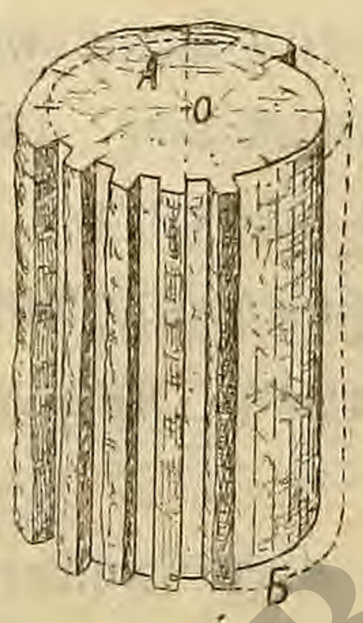
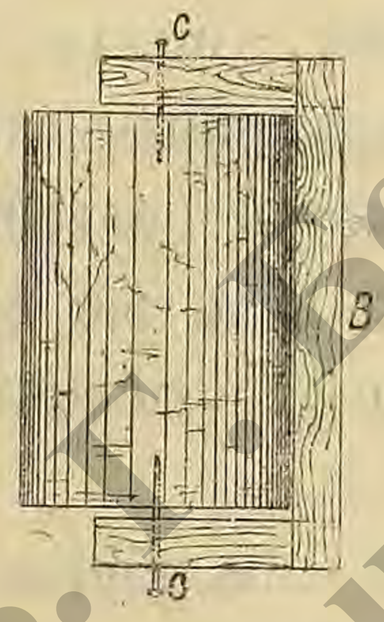

Рис. 400.
Рис. 401.
получалась параллельной первой. Известковую плиту — пятикатом, т.-е. с лица, постелей и заусенков отесывают в таком порядке: осмотрев камень, выбирают его лицо и постели; затем отесывают лицо по правилу (рис. 399) (1) и одну из постелей (2)—по наугольнику к лицу, другую постель (3) размечают по мерке (*в*) *в одну скобу* [1]) с другими уже вытесанными камнями и отесывают по наугольнику к лицу и по размеченной черте. Последними отесывают заусенки по наугольнику к лицу и постелям. Камни большие и твердые, для получения правильной плоскости, сначала продораживают так, чтобы все дорожки были под правило и в одной плоскости, затем по этим дорожкам снимают остальную лишнюю массу. Если надо из камня сделать цилиндр, то, отесав две его концевые стороны *А* и *Б* (рис. 400), чтобы они были параллельны между собою, намечают центры (*о*), проводят на концах окружности, делят эти окружности на равное число частей, просекают дорожки глубиною до намеченных окружностей (рис. 401), а затем снимают и остальные части. Проверить цилиндр можно шаблоном *В* (рис. 401), укрепив этот последний гвоздями *с* в центрах и вращая его.